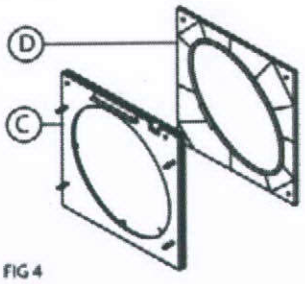

FIG 4
4.4 Separate the inner clamp plate (C) from the outer clamp plate (D). Note that the outer clamp plate is shown in the pictures without rear protective grille. It is NOT necessary to divide them. (FIG 4)
5.4 Separate the inner clamp plate (C) from the outer clamp plate (D). Note that the outer clamp plate is shown in the pictures without rear protective grille. It is NOT necessary to divide them. (FIG 4)